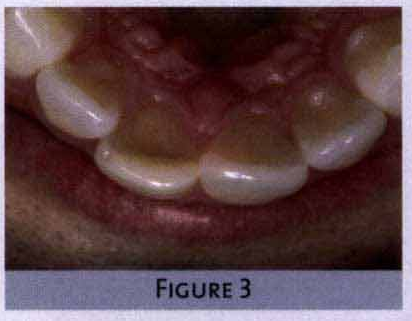

FIGURE 3
Anesthetic was administered (1.8cc 2% lidocaine with 1:100,000 epinephrine x 1) and the tooth was prepped for an Empress porcelain veneer (**Figures 3, 4**). During the prep phase the decision to mask out the underlying darkness was made. It was decided that the lab would be able to pick out an appropriate ingot with the right amount of opacity to properly block out the color difference as compared to the adjacent teeth by using a stump shade. This is a difficult decision to make and the author will usually try to control the color chairside by composite resin blockout if there is any question as to whether the lab will have difficulty in blocking the color discrepancy out. In this case the lab was comfortable with controlling the color with the proper ingot (010) selection.